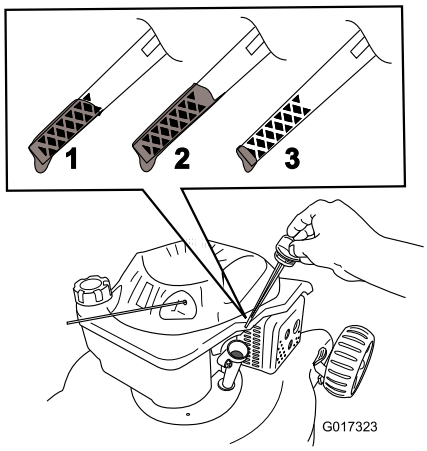

Figur 10
2. Fjern peilestaven (Figur 10).
3. Hell olje **sakte** inn i oljepåfyllingsrøret til oljenivået når **Full**-merket på peilestaven (Figur 10). **Fyll ikke på for mye.** Maks. påfyll: 0,59 l, type: SAE 30 eller SAE 10W-30 rensende olje med API-serviceklassifisering SF, SG, SH, SJ, SL eller høyere.
1. Ta ut peilestaven, rengjør den og sett den deretter på plass igjen (Figur 10).
2. Ta ut peilestaven, og kontroller oljenivået (Figur 10). Hvis oljenivået er lavere enn **Add**-merket på peilestaven, hell olje **sakte** inn i oljepåfyllingsrøret for å heve oljenivået til **Full**-merket på peilestaven. **Fyll ikke på for mye.** (Maks. påfyll: 0,59 l, type: SAE 30 eller SAE 10W-30 rensende olje med API-serviceklassifisering SF, SG, SH, SJ, SL eller høyere.)